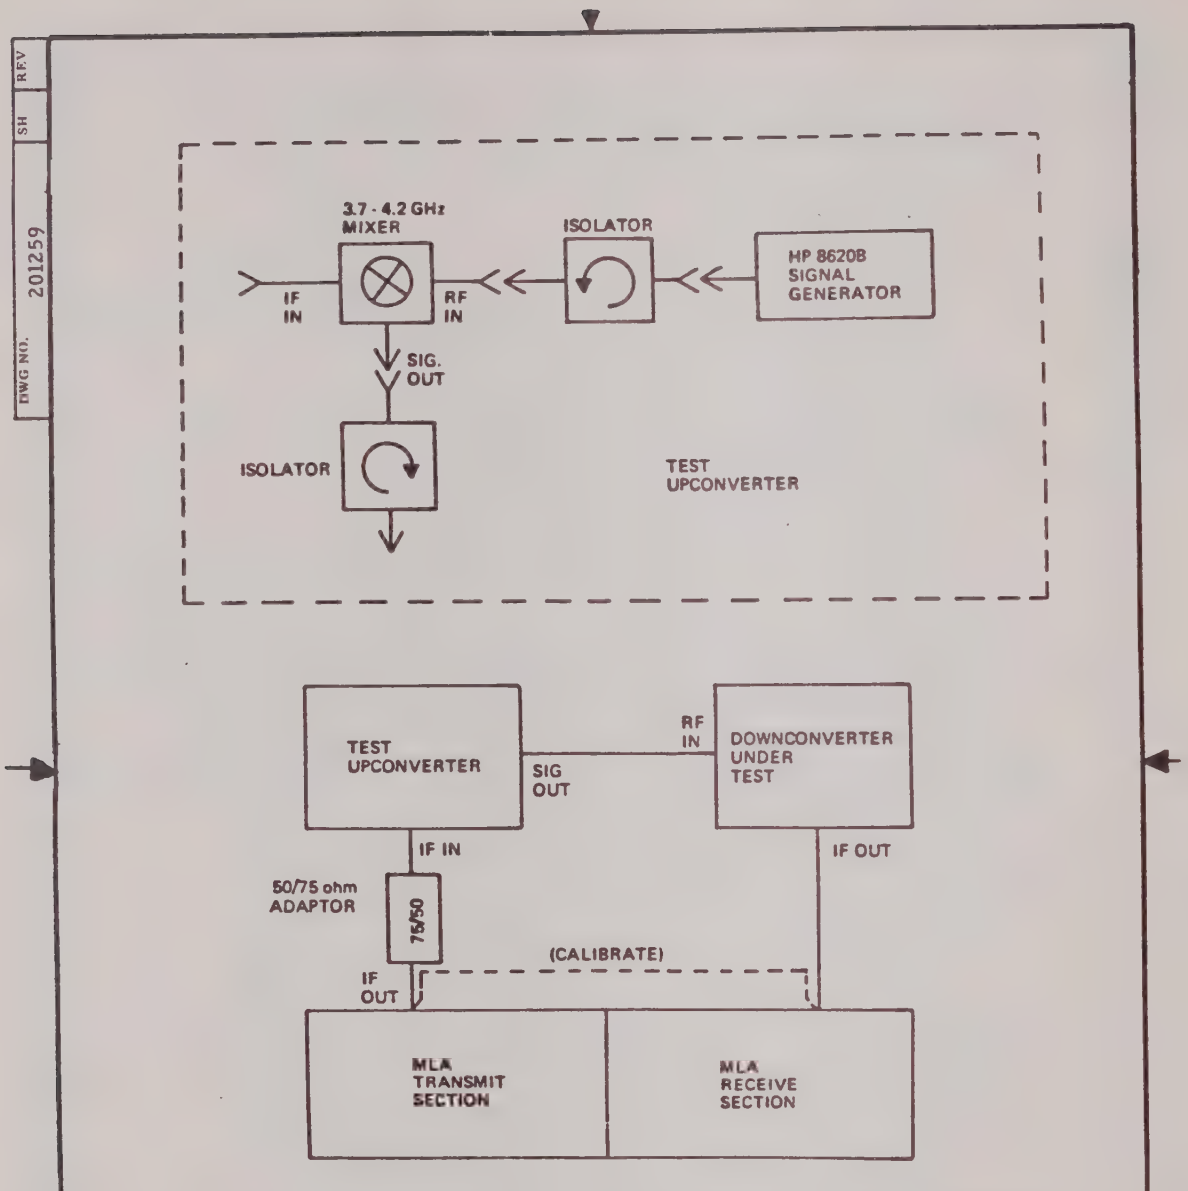
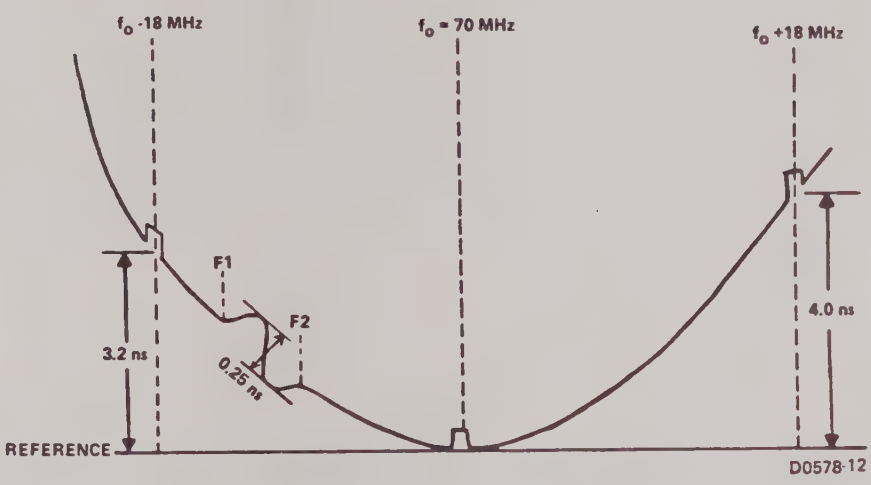

Figure 2. RF to IF Group Delay
Figure 3. Measurement of Group Delay
a. The purpose of this test is to measure the RF to IF group delay of the downconverter. To do this a test upconverter is necessary. A mixer, two isolators and a signal generator can be used in its place. This arrangement is shown in figure 2.
c. Connect the test upconverter and downconverter to the MLA as shown in figure 2. Group delay should be measured at the designated low, mid, and high frequencies. With the downconverter set to receive the appropriate signal, tune the H-P 8620 signal generator slowly up scale until the trace appears on the MLA. Continue tuning until the 70-MHz marker is centered. Adjust the signal generator level and the MLA attenuators to center the MLA level meter. Measure the total, parabolic, and linear delay as illustrated in figure 3 and the examples below. Record group delay values on the data sheet.
In figure 3, this is: 4.0 ns - 3.2 ns = 0.8 ns
In figure 3, this is: $\frac{4.0\text{ ns} + 3.2\text{ ns}}{2} = 3.6\text{ ns}$
In figure 3, this is: $\frac{0.25\text{ ns}}{65\text{ MHz} - 56\text{ MHz}} = \frac{0.25\text{ ns}}{9\text{ MHz}} = 0.028\text{ ns/MHz}$